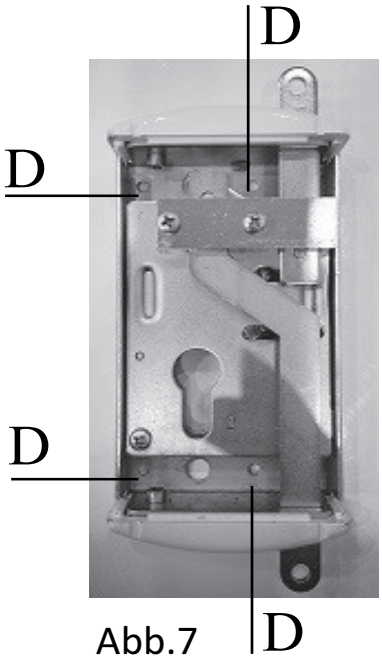

Abb.7
5. Schlosskasten mit Senkkopfschrauben (D) am Türblatt festschrauben (4x Senkkopfschraube Ø 3,5 x 15mm). (Abb.7)